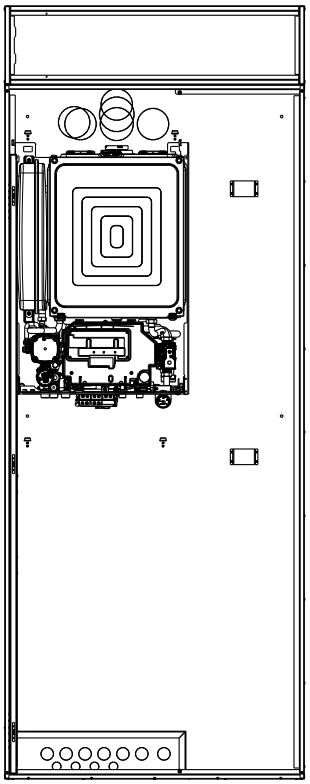

fig. 17
- Svitare la vite di fissaggio della morsettiera elettrica inferiore per agevolare le successive operazioni di installazione (fig. 17)